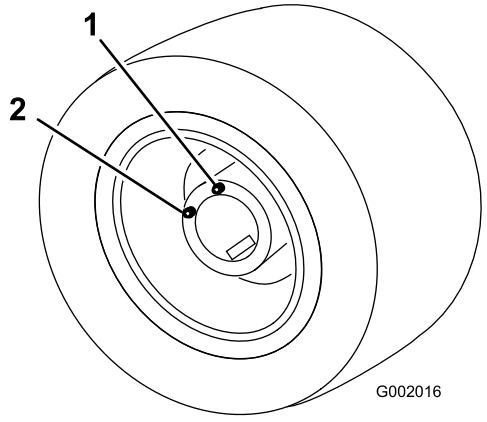

Figur 50
5. Flyt køretøjet langsomt, indtil hjulet er placeret til påfyldning som vist i figur Figur 50